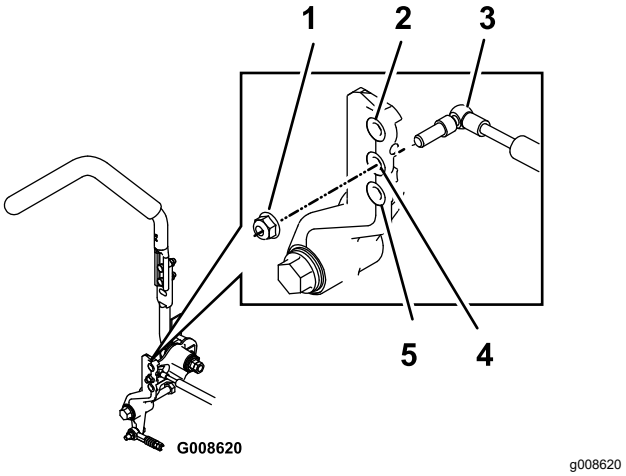

Rysunek 63
1. Śruba (4)
3. Odkręć nakrętkę zabezpieczającą, przesuń śrubę mocującą tłumika drgań w pożądane położenie i wkręć nakrętkę zabezpieczającą. Opcje montażu — patrz Rysunek 63.